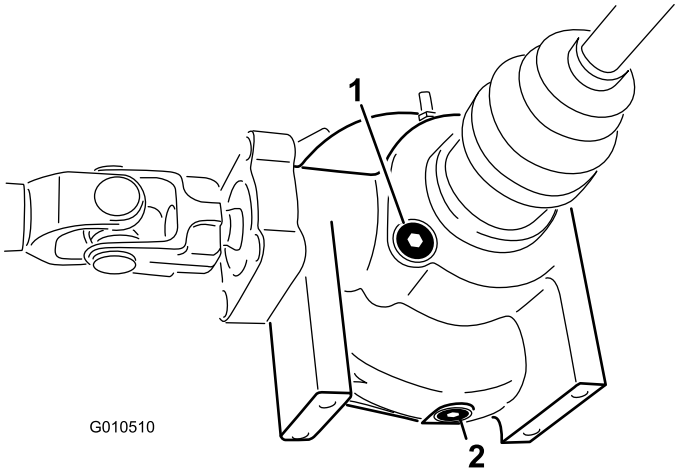

**Figur 20**
2. Rengjør området rundt påfyllings-/kontrollpluggen på siden av differensialen (Figur 20).